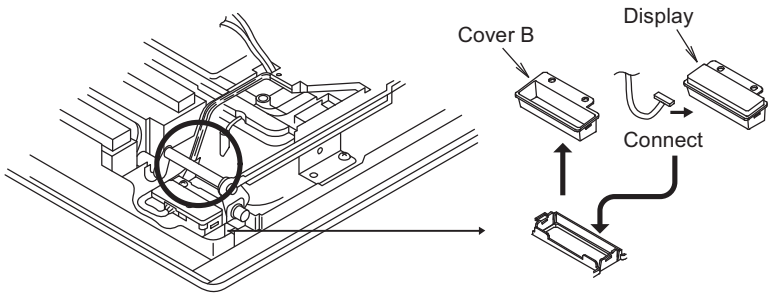
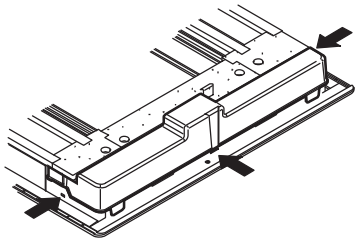

Fig. 8-17
Fig. 8-18
(1) Cover B is fitted inside cover A, so remove the 1 screw and detach it by pressing on it from the front side of the panel. (Fig. 8-17)
(2) Connect the wiring (W2) for the display that is sticking out from the operation panel and fit the display into the panel. Make sure the 6P white connector is firmly connected all the way in.
(3) Bend the lead wire of the display into shape so it does not come in contact with the louver shaft. There is a groove in the circled part in diagram 3 that is for passing wire through; press the lead wire into this groove so there is no slack in it.
(4) Attach cover A. When doing so, press it securely into the place indicated by the arrow in Fig 8-18.
(5) Shape the lead wire of the operation panel appropriately and fasten it with the enclosed plastic clamp.
(6) Install the ceiling panel.